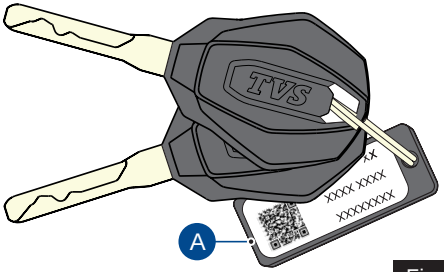

Fig. 08
A sticker ID (A) attached with keys has the identification number of keys. Please note down the identification number below for future reference. **(ref. Fig. 08)**.